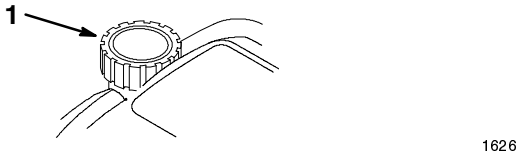

**Figure 7**
2. Clean around the fuel tank cap (Fig. 7).